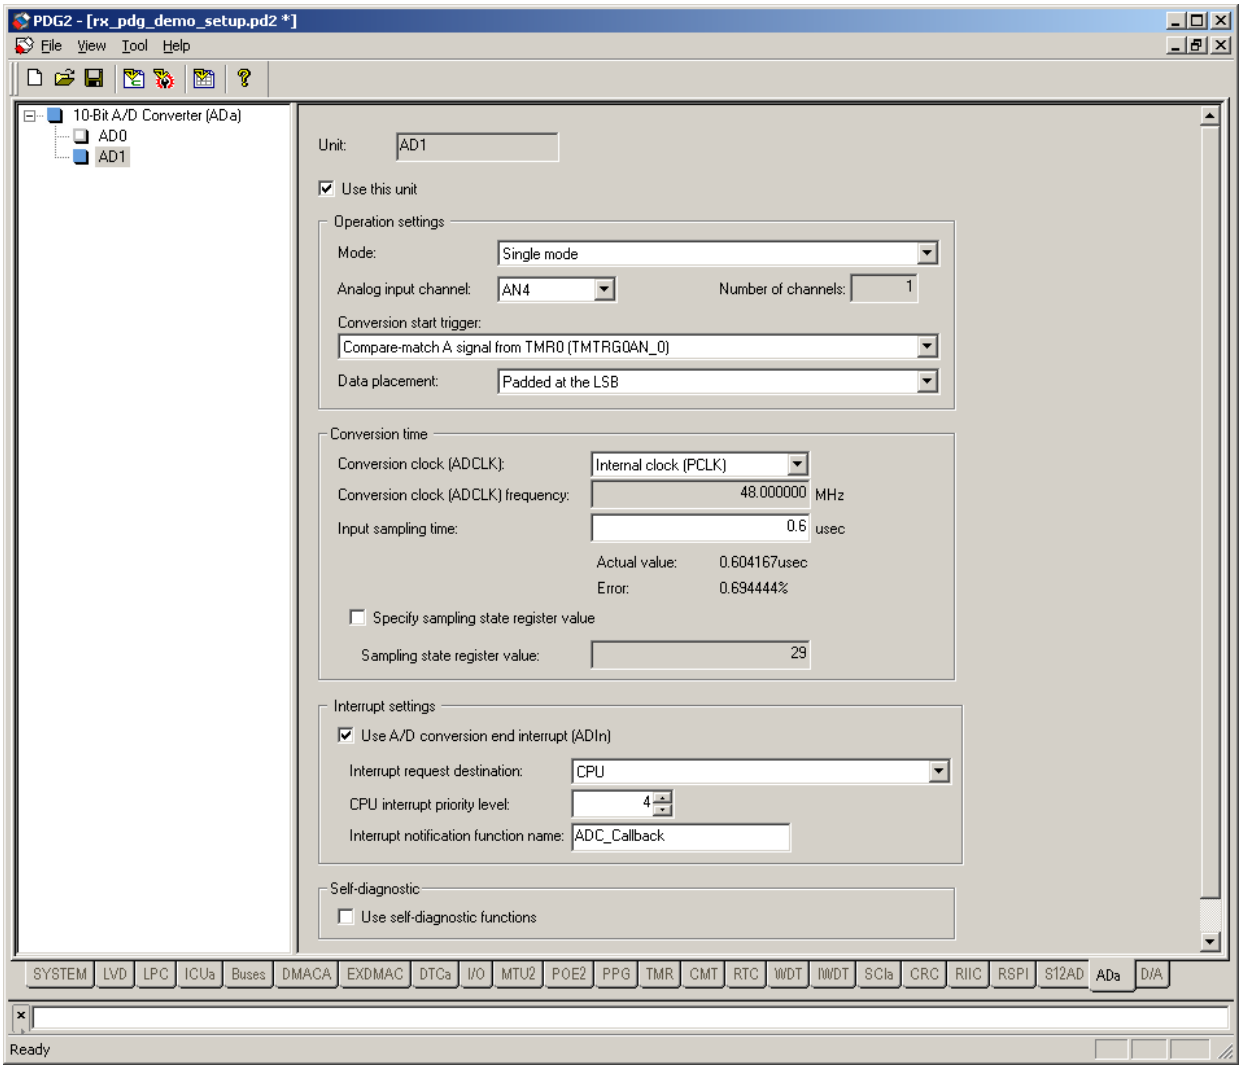

Figure 4-5: Configure AD1 with PDG
Step 4.7 Next, switch to the 'ADa' tab and configure AD1 the same as was done with RPDL with the settings below. When done your window should look like Figure 4-5: